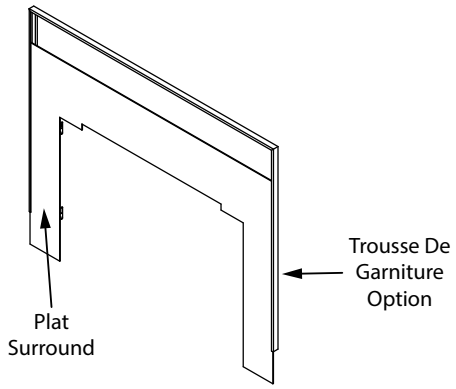

Figure 21.2
4. Faites glisser la garniture sur l'encadrement mat comme indiqué à la **Figure 21.2**.